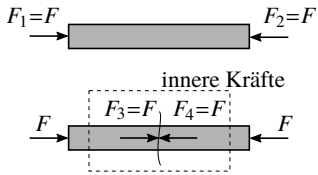
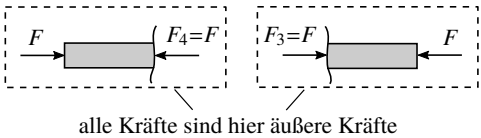

Bild 1.11: Momentenverlauf für die Belastung mit der Einheitskraft 1
Bild 1.13: Geschnittener Körper nach Bild 1.11
- Reaktionskräfte im starren Körper (Bild 1.11)
Dies gilt auch sinngemäß für den in Bild 1.11 dargestellten Gesamtkörper (Bild 1.13).